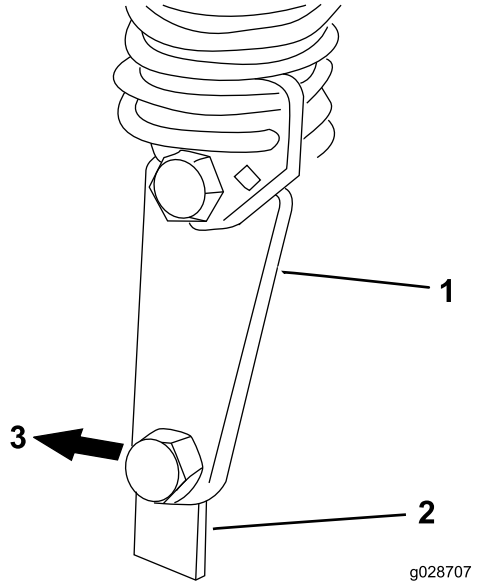

Figura 16
7. Avviate il motore e sollevate il telaio. Fissate l'attacco dell'articolazione della molla di contrappeso alla staffa a molla dell'elemento di taglio con il bullone di spallamento e il dado di bloccaggio precedentemente rimosso (Figura 16).